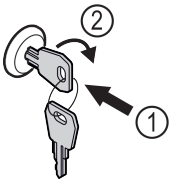

Fig. 103
▶ Introducir la llave *Fig. 103 (1)*.
▶ Girar la llave 90° en sentido horario *Fig. 103 (2)*.